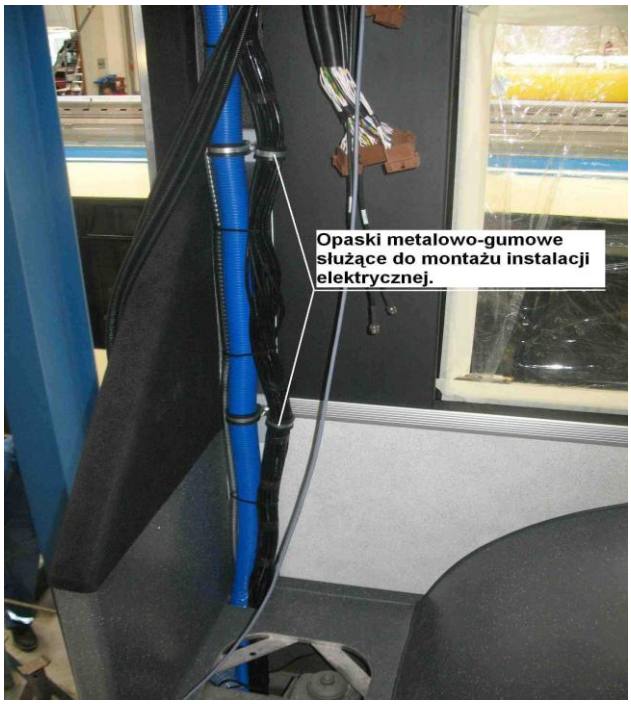

Rys. 6. Wiązki elektryczne mocowane za pomocą opasek metalowo-gumowych.
c) obejm metalowo-gumowych (rys. 6).